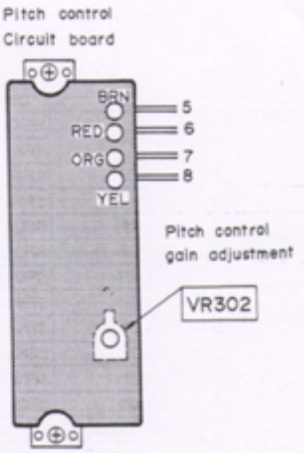

Fig. 4 (Abb. 4)
| 2 | Pitch control gain adjustment | Tester(+) – CN102 terminal ⑤(–) – CN102 terminal ⑥ | VR302(Fig. 4) | 1. Set the pitch control knob to "0".2. Pull out the connector CN102 of drive P.C.B.3. Connect the tester to terminals,⑤and⑥of connector CN102 on the pitch control P.C.B. side.4. Adjust VR302 so that the resistance value of the tester is 2.7 kΩ ± 0.1 kΩ. |
| 2 | Justierung der Drehzahlregelungs-Verstärkung | Prüfgerät(+) – CN102 Anschluß ⑤(–) – CN102 Anschluß ⑥ | VR302(Abb. 4) | 1. Den Drehzahlreglerknopf auf "0" einstellen.2. Steckverbindung CN102 von der Antriebsplatine hrausziehen.3. Prüfgerät an Anschlüsse⑤und⑥der Steckverbindung CN102 auf der Drehzahlreglerseite der Platine anschließen.4. VR302 so justieren, daß der Widerstandswert des Prüfgerätes 2,7 kΩ ± 0,1 kΩ beträgt. |